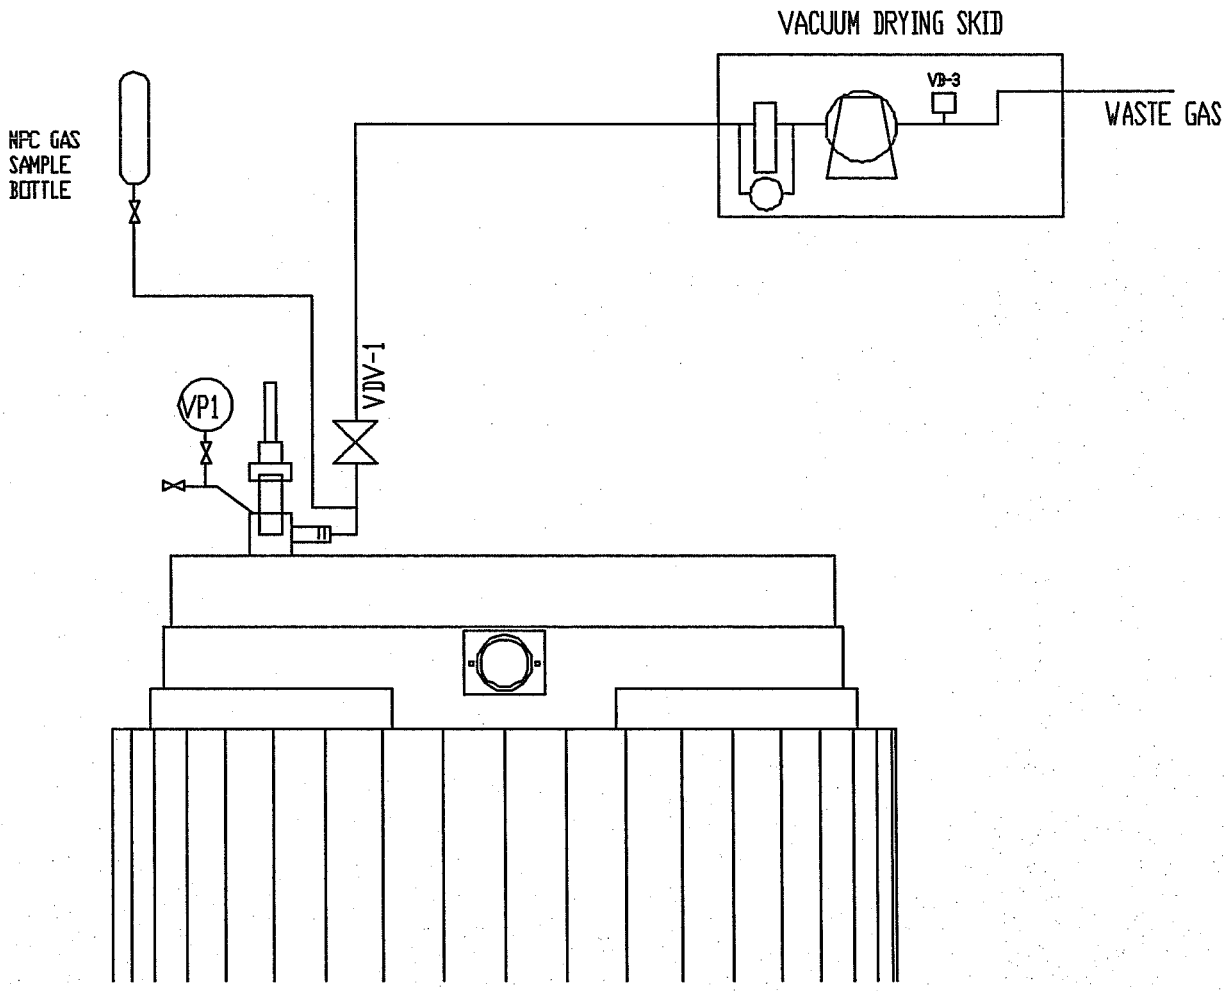

Figure 8.5.1; HI-STAR Annulus Gas Sampling
a. Remove the overpack vent port cover plate and attach the backfill tool with a sample bottle attached. See Figure 8.5.1. Store the cover plate in a site-approved location.